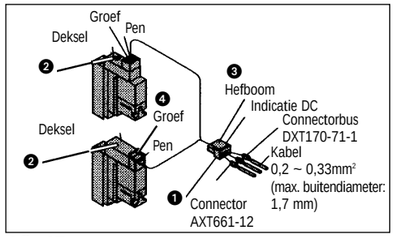

Afb. 17
Elektrische aansluiting units met kabelconnectorbus (afb. 17)
Druk de connector ❶ (afb. 17) recht op de pennen van het magneetventiel ❷ (afb. 17) en zorg ervoor dat de lip van de hefboom ❸ (afb. 17) goed in de groef ❹ (afb. 17) van de afdekking van het magneetventiel valt.
Ontkoppelen (afb. 17)
Druk de hefboom ❸ (afb. 17) tegen de connector ❶ (afb. 17) en trek de connector recht los uit de magneet ❷ (afb. 17).